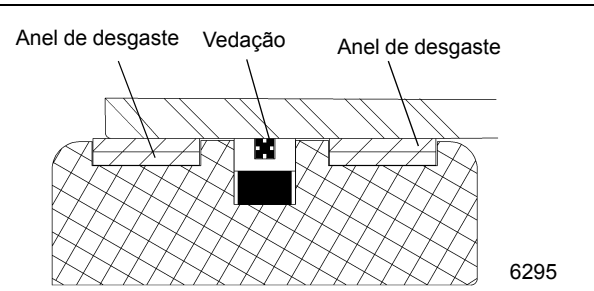

FIGURA 2-54
5. Instale os anéis de desgaste e a vedação de reposição na parte externa do pistão (Figura 2-54) e o anel de vedação na parte interna do pistão.